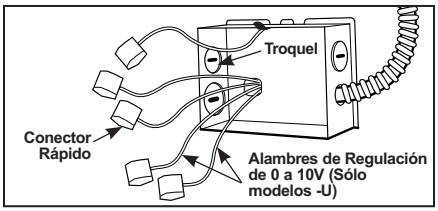

Figura 8
Paso 2. Quite la tapa de la caja de empalmes. Quite el/los troquel(es) correspondiente(s) para dar cabida al tipo de servicio eléctrico usado/permitido por su código eléctrico local (Figura 8):
Paso 3. Pele el alambre de suministro 3/8" e inserte cada alambre de suministro en el conector correspondiente. Conecte el alambre negro del accesorio al caliente, el alambre blanco del accesorio al neutral y el alambre verde del accesorio a tierra. (Figura 8).